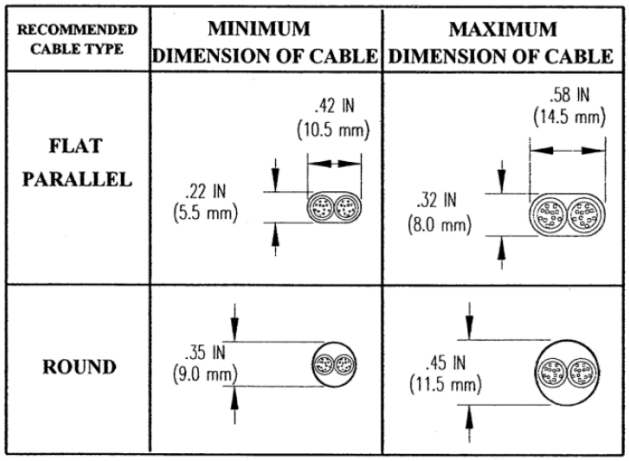

ABBILDUNG 1
1. Wählen und kaufen Sie das passende ummantelte Kabel (Abb. 1).
Hinweis: **KEINESFALLS** dürfen Sie Kabel mit unregelmäßigen Formen, rauen oder gerillten Oberflächen auswählen. Für eine ordnungsgemäße Abdichtung ist eine glatte Ummantelung erforderlich. Verwenden Sie ein tauchfähiges ummanteltes Kabel mit AWG 10, das den angeführten allgemeinen Größenanforderungen (Abb. 1) entspricht.